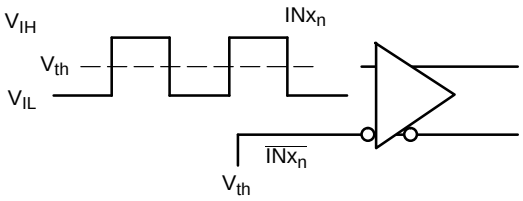
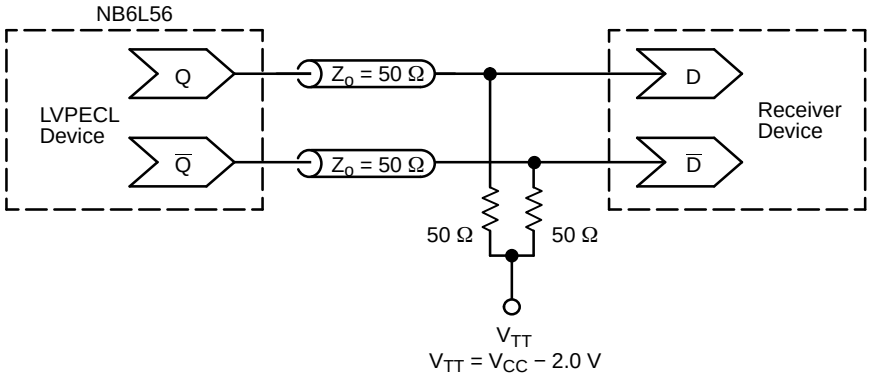

Figure 5. Differential Input Driven Single−Ended
Figure 16. Typical Termination for LVPECL Output Driver and Device Evaluation (See Application Note AND8020/D − Termination of ECL Logic Devices.)
DIFFERENTIAL INPUT DRIVEN SINGLE−ENDED (Note 6) (Figures 5 and 6)
5. Outputs evaluated with 50 Ω resistors to V_{TT} = V_{CC} − 2.0 V for proper operation (See Figure 16).
8. Differential 50% duty cycle at $V_{INPPmin}$ clock source. Outputs evaluated with 50 Ω resistors to $V_{TT} = V_{CC}$ − 2.0 V (See Figure 16). Input crosspoint to output crosspoint for INxn/$\overline{INxn}$ to Qx, $\overline{Qx}$; 50% input to output crosspoint for SELx to Qx, $\overline{Qx}$. See Figures 5, 10 and 11.